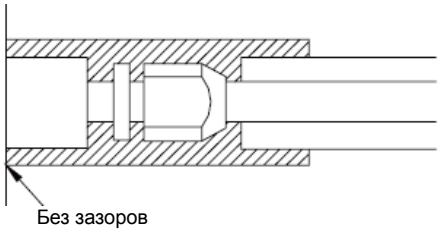

Рис. 8
2) Соединения внутреннего блока необходимо обернуть теплоизоляцией; зазоров между муфтами быть не должно - см. рис. 8.